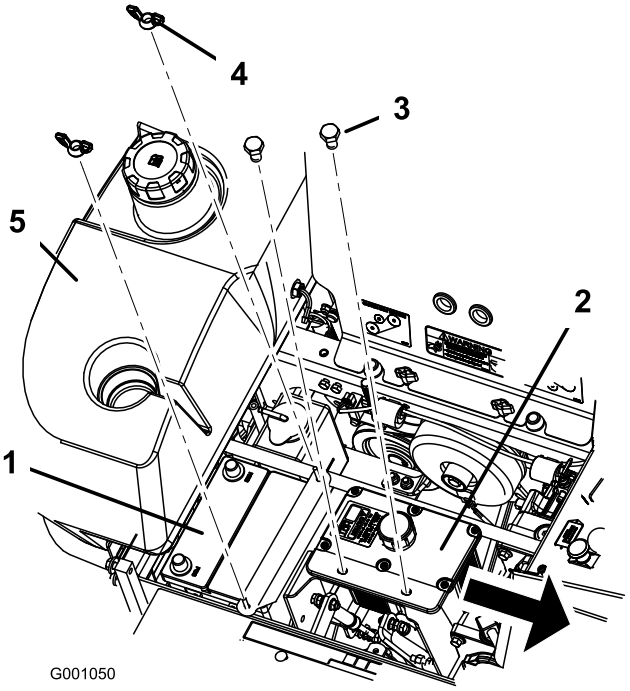

Figur 54
6. Ta bort de båda vingmuttrarna (1/4 tum) som håller fast batteriklämman (Figur 54).
7. Ta bort skruvarna som håller fast hydraultanken i rätt läge (Figur 54).
1. Sätt i batteriet i lådan med anslutningspolerna mot hydraultanken (Figur 54).
6. Säkra batteriet med J-skruvar, en klämma, två brickor (1/4 tum) och två vingmuttrar (1/4 tum) (Figur 54).